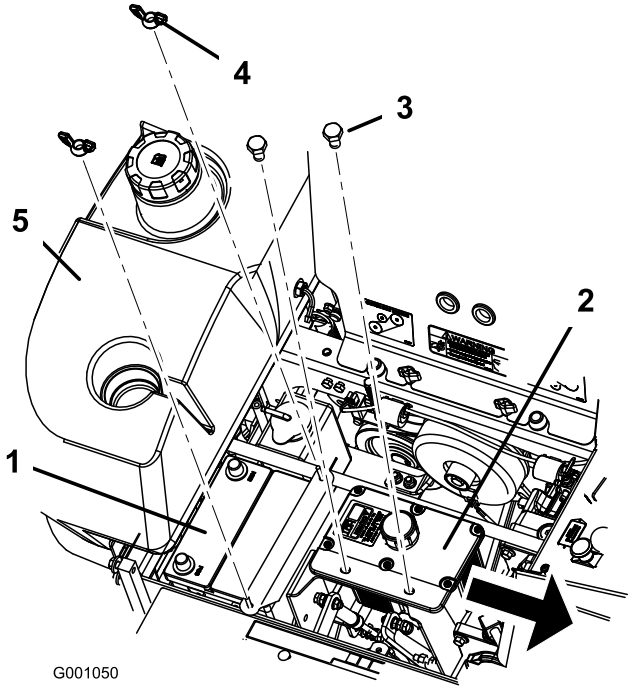

Rysunek 54
6. Odkręć obie nakrętki motylkowe (1/4 cala) mocujące obejmę akumulatora (Rysunek 54).
7. Odkręć śruby mocujące zbiornik hydrauliczny (Rysunek 54).
1. Ustaw akumulator na podstawce z biegunami zacisków znajdującymi się po przeciwnej stronie niż zbiornik hydrauliczny (Rysunek 54).
6. Zamocuj akumulator za pomocą śrub o sworzniu zagiętym, obejmy mocującej, dwóch podkładek (1/4 cala) i dwóch nakrętek motylkowych (1/4 cala) (Rysunek 54).